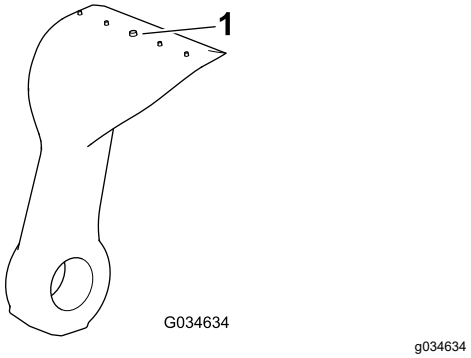

Figur 79
4. Inspiser hver kniv for slitasje ved hjelp av slitasjelinjen (Figur 79). Skift kniven når den er slitt ned til slitasjelinjen.